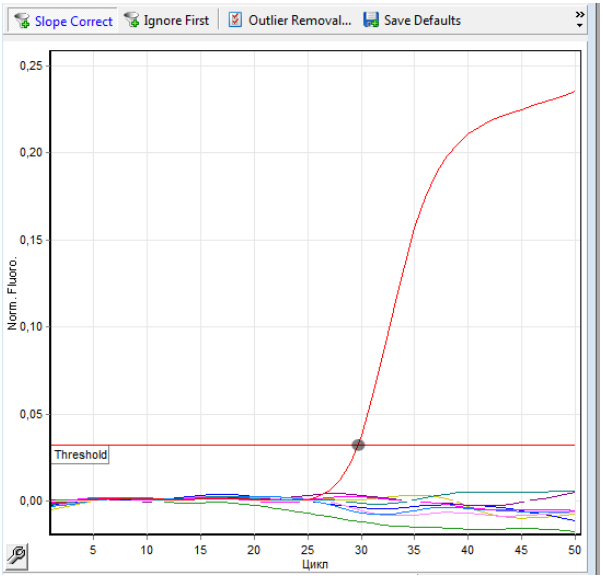

Рис. 1. Выставление пороговой линии на начале линейного участка для КО+
7. Установите Threshold – 100. Далее вручную опустите пороговую линию в окне с графиками флуоресценции до уровня начала линейного участка для графика, соответствующего КО+. См. рис. 1. Продолжайте анализ результатов в соответствии с разделом Анализ результатов данной инструкции